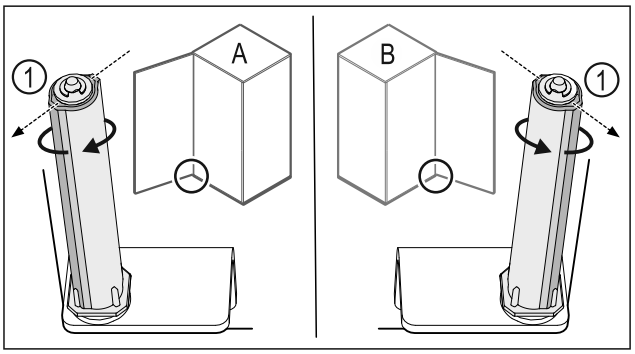

Fig. 39 Tope izquierdo (A) / tope derecho (B)
▶ Girar el sistema de cierre contra la resistencia hasta que el alma del sistema de cierre *Fig. 39 (1)* apunte hacia afuera.